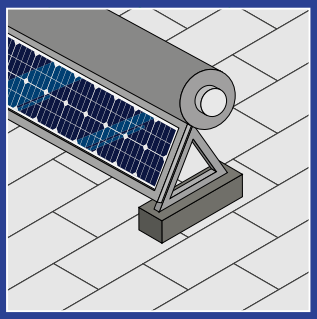

Fig. 4
13. L'installazione di pannelli solari, antenne ecc. devono essere effettuate con particolari piedi come per esempio piastre di cemento armato (vedi Fig. 4)